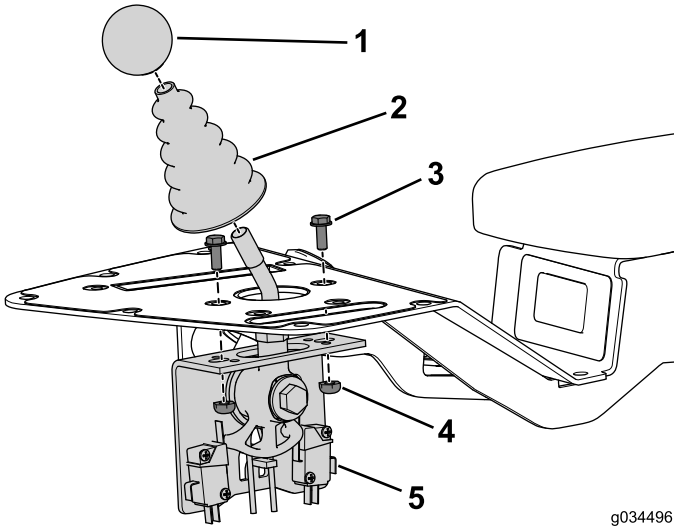

Рисунок 4
1. Снимите и отложите в сторону ручку с вала управления скашиванием (Рисунок 4).
2. Снимите пылезащитный колпачок с вала управления скашиванием (Рисунок 4) и отложите в сторону.
3. Снимите и отложите в сторону два болта и две гайки, которые крепят узел управления скашиванием к узлу консоли (Рисунок 4).